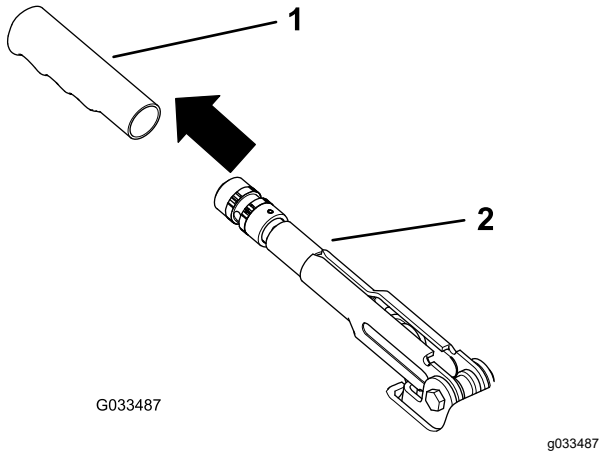

Figura 52
1. Retire la empuñadura de goma de la palanca del freno de estacionamiento (Figura 52).
5. Instale la empuñadura de goma en la palanca del freno de estacionamiento (Figura 52).